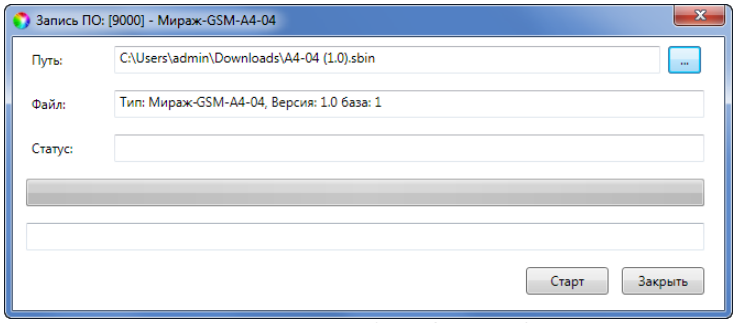

Рисунок 7.54 — Окно *Запись ПО*
1) Загрузите новую версию встроенного программного обеспечения с веб-сайта НПП «Стелс». Файл поставляется в архиве **A4-04 (X).rar** (где X — номер версии).
2) Извлеките файл из архива с помощью любой программы для работы с архивами. Название файла встроенного программного обеспечения — **A4-04 (X).sbin** (где X — номер версии).
4) В открывшемся окне *Запись ПО* (см. рисунок 7.54) в поле ***Путь*** укажите путь к файлу встроенного программного обеспечения на вашем ПК. После этого в поле ***Файл*** будут отображены свойства указанного файла встроенного программного обеспечения (версия и модель контроллера, для которой оно предназначено).